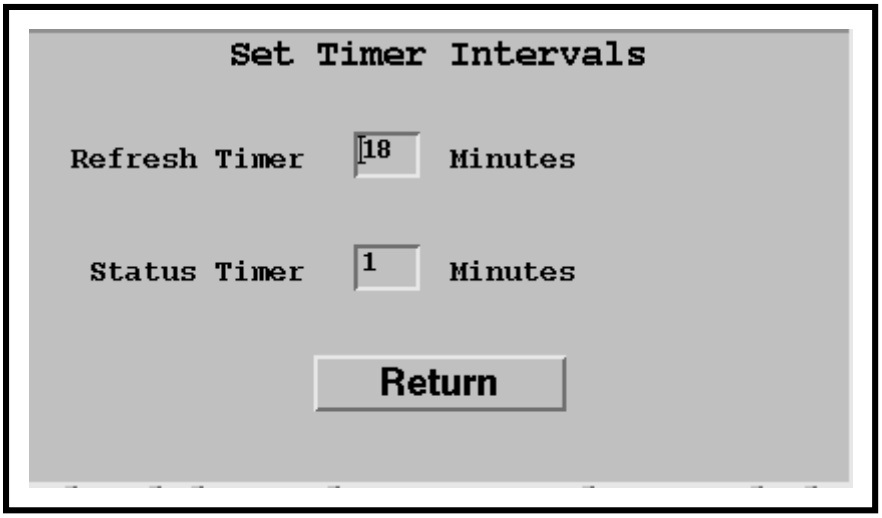

Figure 86. Set Timer Intervals Dialogue Box
- The **Set Timer Intervals** dialogue box (Figure 86) is displayed.